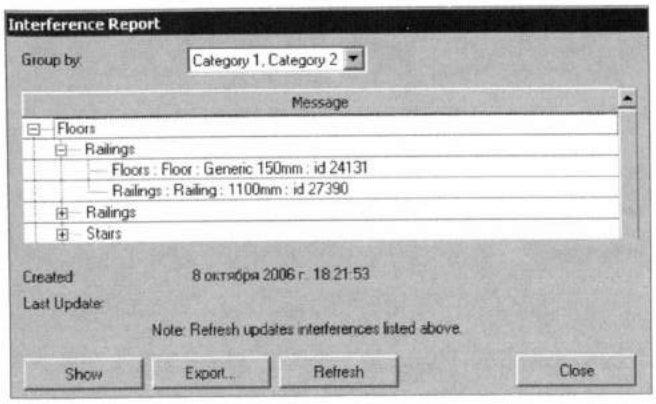

Рис. 8.19. *Отчет о пересечениях*
4. Нажать OK. Если пересечений не обнаружено, выводится сообщением об этом. При наличии пересечений открывается бокс **Interference Report** (Отчет о пересечениях) (рис. 8.19), в котором перечислены конфликтующие друг с другом элементы. По умолчанию принято такое группирование пересечений: категория 1 (выбранная слева) и категория 2 (выбранная справа). Можно установить обратный порядок: категория 2, категория 1. Например, если выполняется проверка на пересечение между крышей и перекрытием, вначале в отчете идет крыша, а затем перечисляются перекрытия, с которыми она конфликтует.